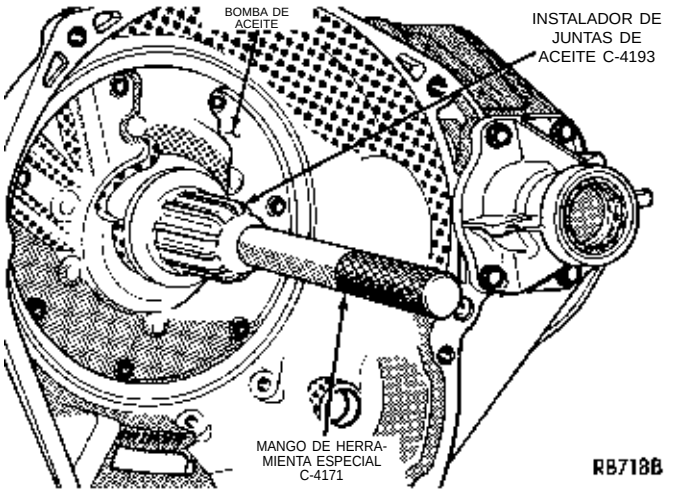

Fig. 45 Instalación de la junta de aceite de la bomba
(1) Para instalar una junta nueva, coloque la junta en la abertura del cuerpo de la bomba (con el lado del reborde hacia abajo). Utilice la Herramienta C-4193 y el Mango C-4171 para colocar la nueva junta en el cuerpo hasta que la herramienta toque fondo (Fig. 45).